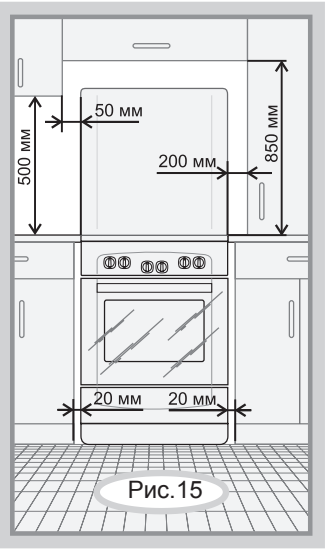

Рис.15
- Минимальные расстояния, которые необходимо выдержать при установке плиты, показаны на рис.15. Задняя стенка варочной панели плиты должна отстоять от поверхности стены не менее чем на 50 мм.